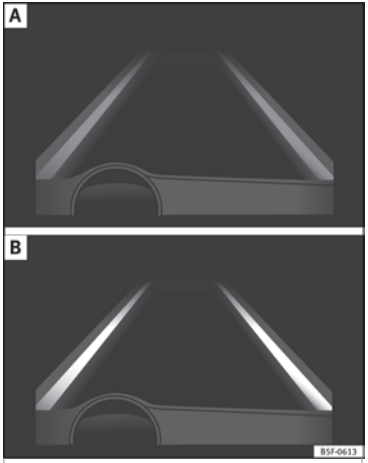

Fig. 206 En la pantalla del cuadro de instrumentos: indicación en la pantalla del sistema de aviso de salida del carril (ejemplo 1).
– El sistema está activado, pero no disponible, bien por no haber alcanzado la velocidad mínima o bien porque no reconoce las líneas de carril ››› **fig. 206 A**.
– El sistema está activado y disponible, tiene las dos líneas del carril reconocidas. En este momento no está corrigiendo la trayectoria ››› **fig. 206 B**. »